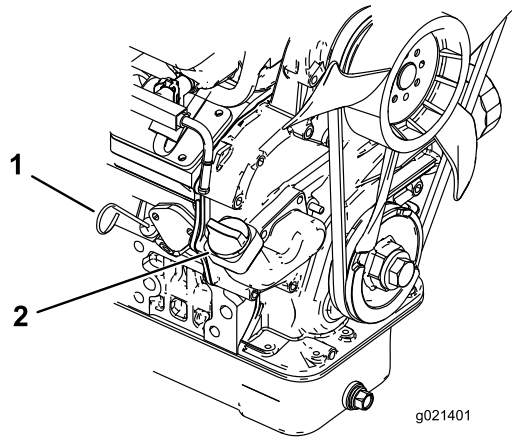

Figur 25
2. Ta ut peilestaven (Figur 25) og tørk den med en ren fille. Sett peilestaven inn i røret, og pass på at den når helt ned. Fjern peilestaven, og sjekk oljenivået.
3. Hvis oljenivået er lavt, må du ta av tanklokket (Figur 25) og fylle på nok olje til at nivået når opp til Full-merket på peilestaven.